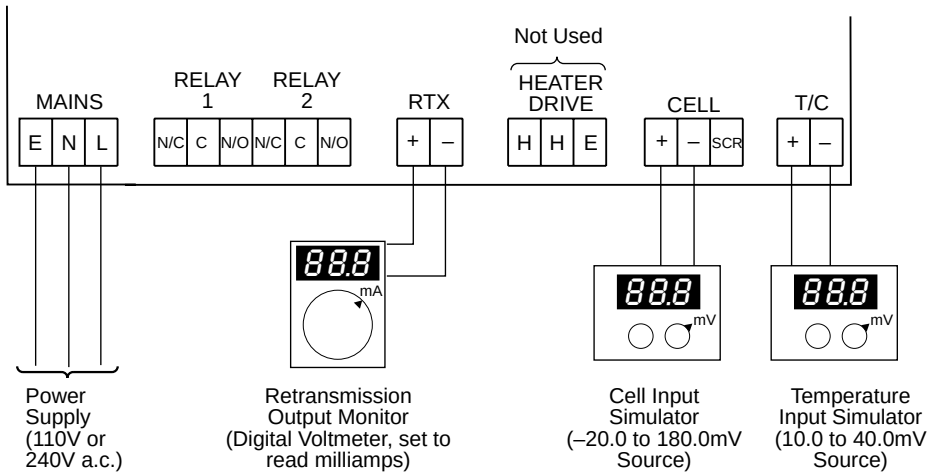

Fig. A.1 Electrical Connections – Calibration
b) Connect the millivolt sources and the milliammeter to the appropriate terminals – see Fig. A.1.